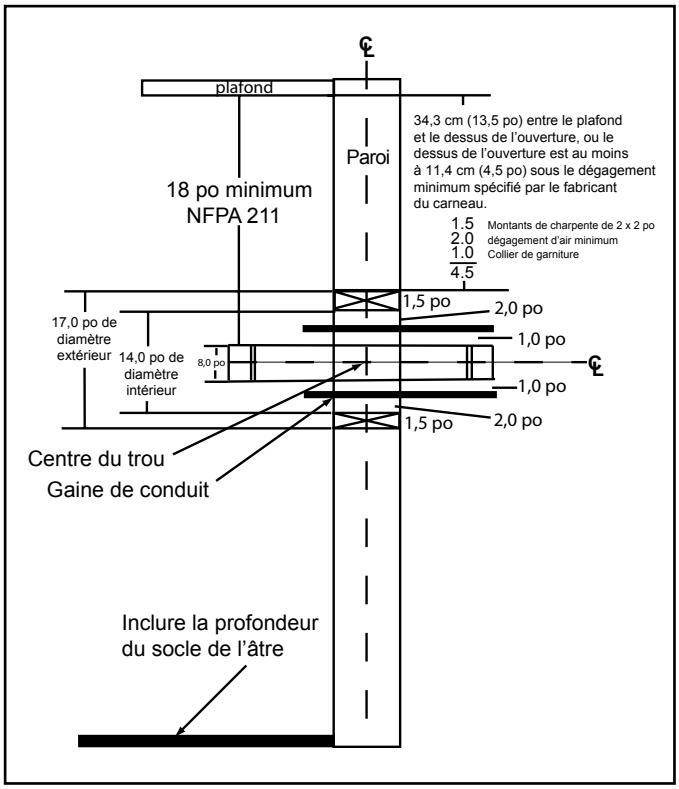

Figure 18.1
- L'ouverture en haut du mur doit être à au moins 343 mm (13-1/2 po) du plafond ou à 114 mm (4-1/2 po) au-dessus du dégagement minimum spécifié par le fabricant du carneau. Le dégagement vertical minimum selon NFPA 211 est de 457 mm (18 po) depuis le carneau et le plafond ou égal à la valeur minimale recommandée par le fabricant du carneau. **Figure 18.1.**
1. Pratiquez une ouverture dans le mur intérieur à la hauteur prévue pour l'entrée du carneau dans la cheminée en maçonnerie. **Figure 18.1**
3. Construisez un cadre de 432 x 432 mm (17 x 17 po) (dimensions extérieures) pour l'ouverture du mur en utilisant du bois de charpente de 51 x 51 mm (2 x 2 po). L'intérieur de ce cadre doit avoir une ouverture de 356 x 356 mm (14 x 14 po) minimum. **Figure 18.1.**